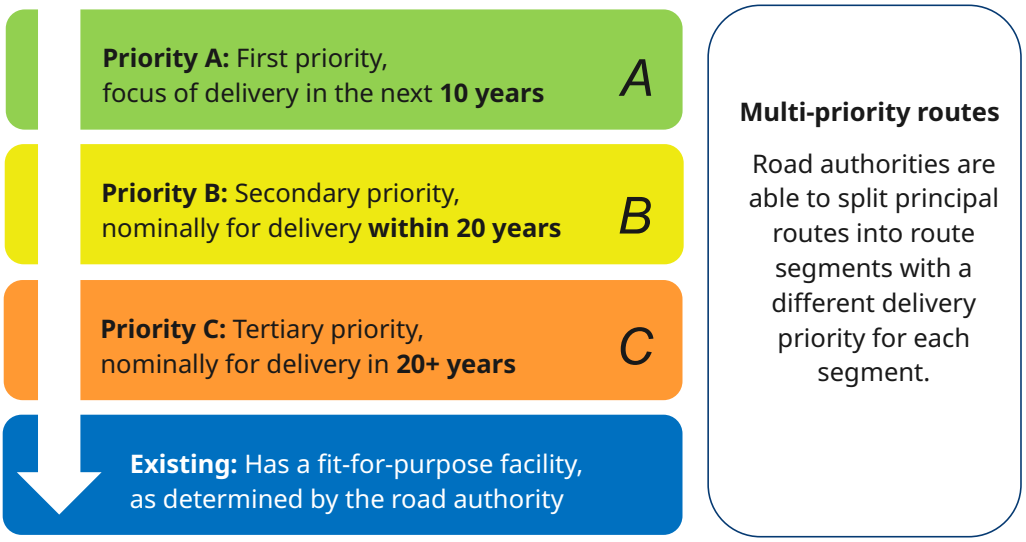

Figure 2: Principal route delivery priorities
PRMs identify the delivery priority that state and local government have assigned to principal routes in each local government area. Tourism routes[3] and future principal routes are not assigned delivery priorities. Delivery priorities (Figure 2) are indicative and intended to guide future investment in the network.
- If facility requires upgrade, please assign Priority A, B or C - referring to the key considerations and the timeframes in Figure 2.
- For other new routes, please assign Priority A, B, or C, referring to the key considerations and the timeframes in Figure 2.